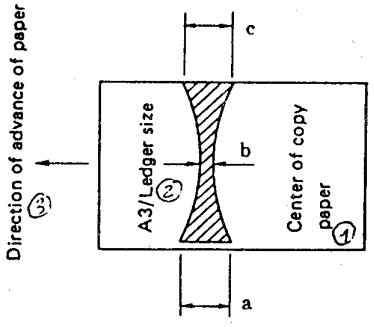

Рис. 4-79
4) Замерить ширину покрытого тонером участка, имеющего глянцевую поверхность, как показано на рис. 4-79.